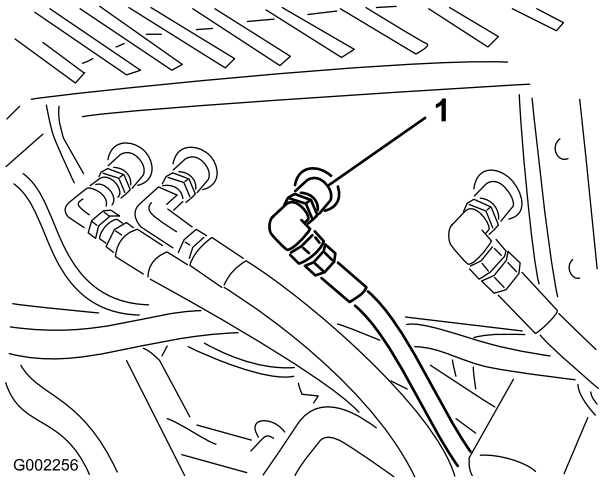

Figure 58
2. Clean the area around one hydraulic hose fitting on the bottom of the hydraulic oil tank (Figure 58).
4. Remove the hose fitting from the tank, allowing the oil to drain into the pan (Figure 58).